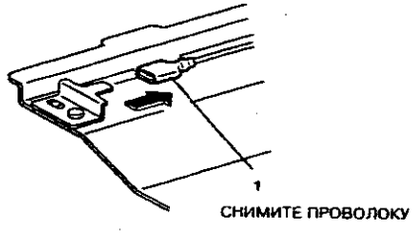

**Рисунок 2. Отсоединение провода**
5. (Рисунок 2) Отсоедините провод от верхней крышки.